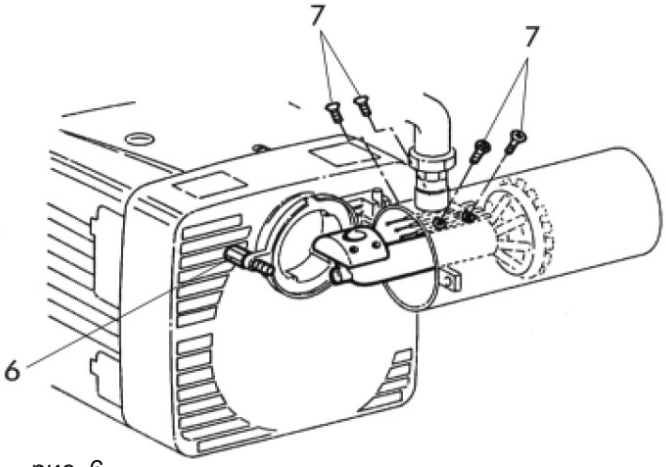

рис. 6
- Для получения доступа к трубе питания и к электродам отверните винт шарнира 6 и винты 7 (рис. 6).